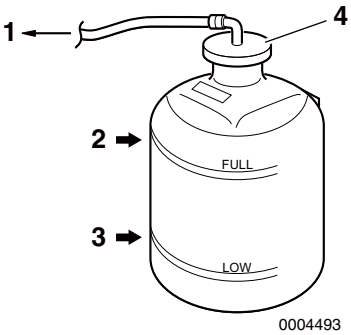

Figur 12
6. Kontrollér kølervæskestanden i reservoiret. Kølervæskestanden bør være ved markeringen FULD **(Figur 12, (2))**.
7. Fjern reservoirets dæksel **(Figur 12, (4))** for om nødvendigt at påfylde kølervæske. Tilsæt ikke vand.
9. Kontrollér gummislangen **(Figur 12, (1))**, der forbinder reservoiret med kølervæsketanken / varmeveksleren. Udskift slangen, hvis den er beskadiget.